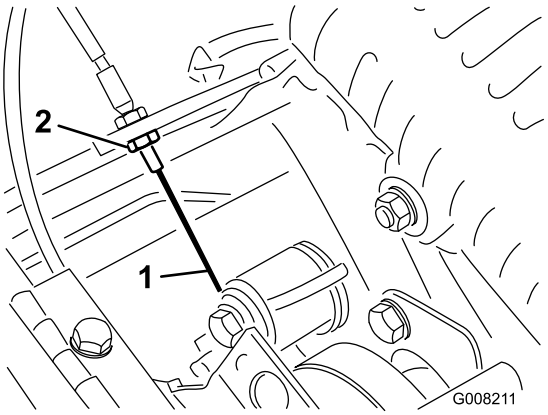

Figur 42
3. Öka kabelspänningen genom att lossa kabelns främre kontramutter och dra dess bakre kontramutter (Figur 42) tills det krävs en kraft på 3 till 4 kg för att koppla in hjuldrivningen. Mät kraften vid reglageknoppen.